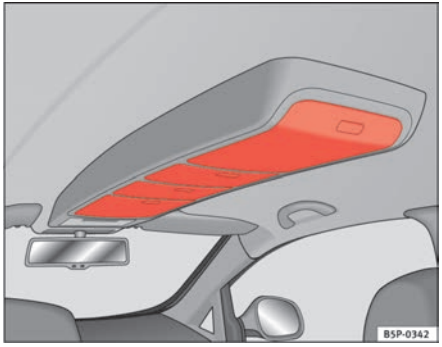

Fig. 105 Roof stowage compartments
– Press the button on the cover to open these compartments ⇒ page 136, fig. 105. The cover will then open.